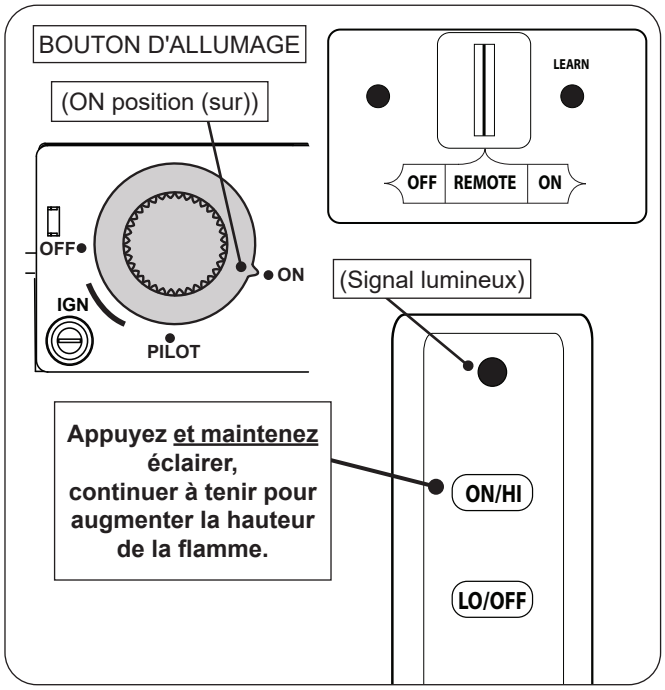

Fig. 60-1 Éclairage à distance
1. Assurez-vous que la veilleuse brûle. Tournez le bouton d'allumage dans le sens antihoraire ↶ sur **ON** (sur) (voir Fig. 60-1).
2. Localisez l'interrupteur à 3 positions sur le récepteur à distance et faites glisser l'interrupteur sur REMOTE (télécommande) (voir Fig. 60-1).
3. Localisez la télécommande et maintenez enfoncé le bouton **ON / HI** (sur/ haut) (voir Fig. 60-1). La séquence d'allumage commencera.